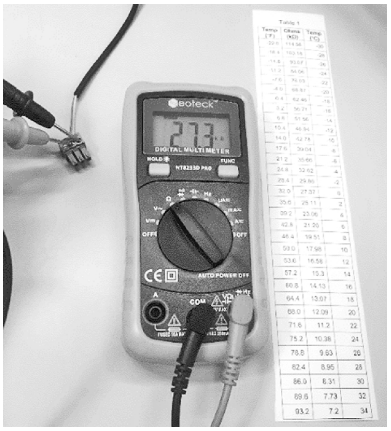

Figure 4
1) Use a multimeter and set it to the resistance (Ω) setting. See Figure 4.